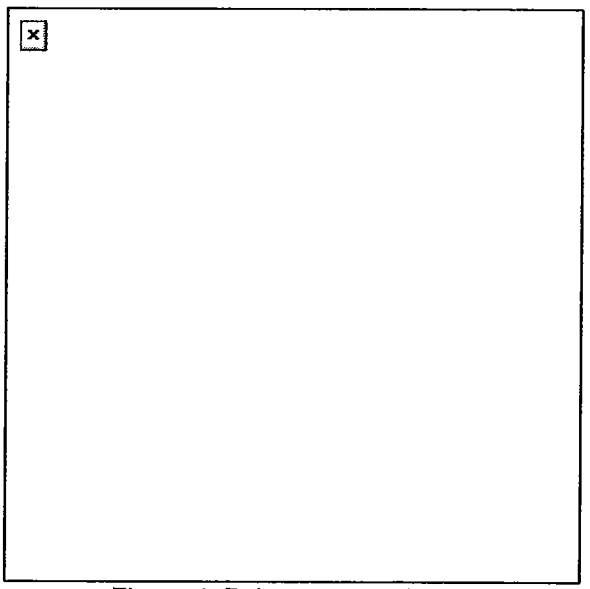

Figure 4. Palm-supported grip.
(2) Palm-supported grip (Figure 4). Begin by gripping the weapon as previously described (Task Step 3). Place your nonfiring hand under your firing hand. Wrap your nonfiring fingers around the back of your firing hand. Place your nonfiring thumb over the middle finger of your firing hand.